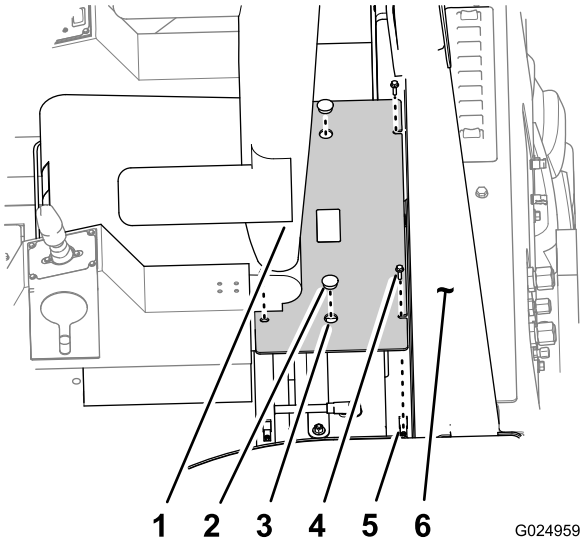

Рисунок 114
3. Снимите две крышки с захватами с отверстий в крышке аккумуляторной батареи (Рисунок 114).
4. Выверните 4 болта с фланцевыми головками (5/16 x 1 дюйм), которые крепят крышку аккумулятора к платформе конструкции защиты оператора при опрокидывании машины (ROPS) (Рисунок 114).
5. Используя захваты, поднимите крышку аккумулятора вверх, чтобы снять ее с платформы ROPS (Рисунок 114).
4. Совместите отверстия в крышке аккумулятора с гайками с зажимами в монтажном фланце крышки (Рисунок 114).